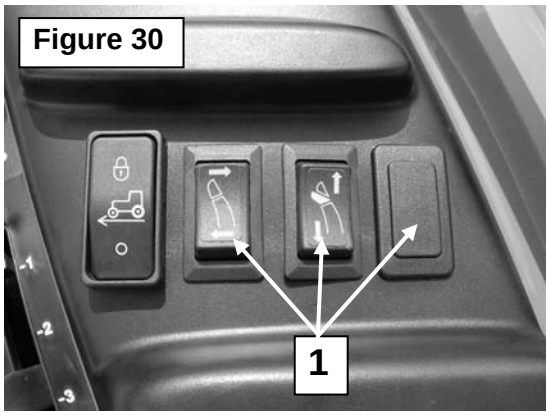

Figure 30
17. **Figure 30:** Install the switch in one of the available holes of the console (item 1). If there are no available holes, an optional switchbox is available (see page 27).